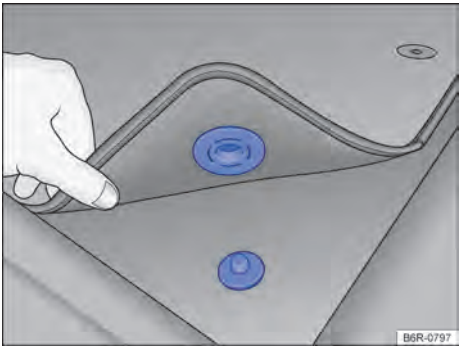

Fig. 22 Alfombra delantera del lado del conductor con fijación al perno de la alfombra.
- ✓ Acomodar bien la alfombra en la zona reposapiés del lado del conductor para que no obstruya la zona de los pedales. La alfombra delantera del lado del conductor con fijación al perno de la alfombra → fig. 22.